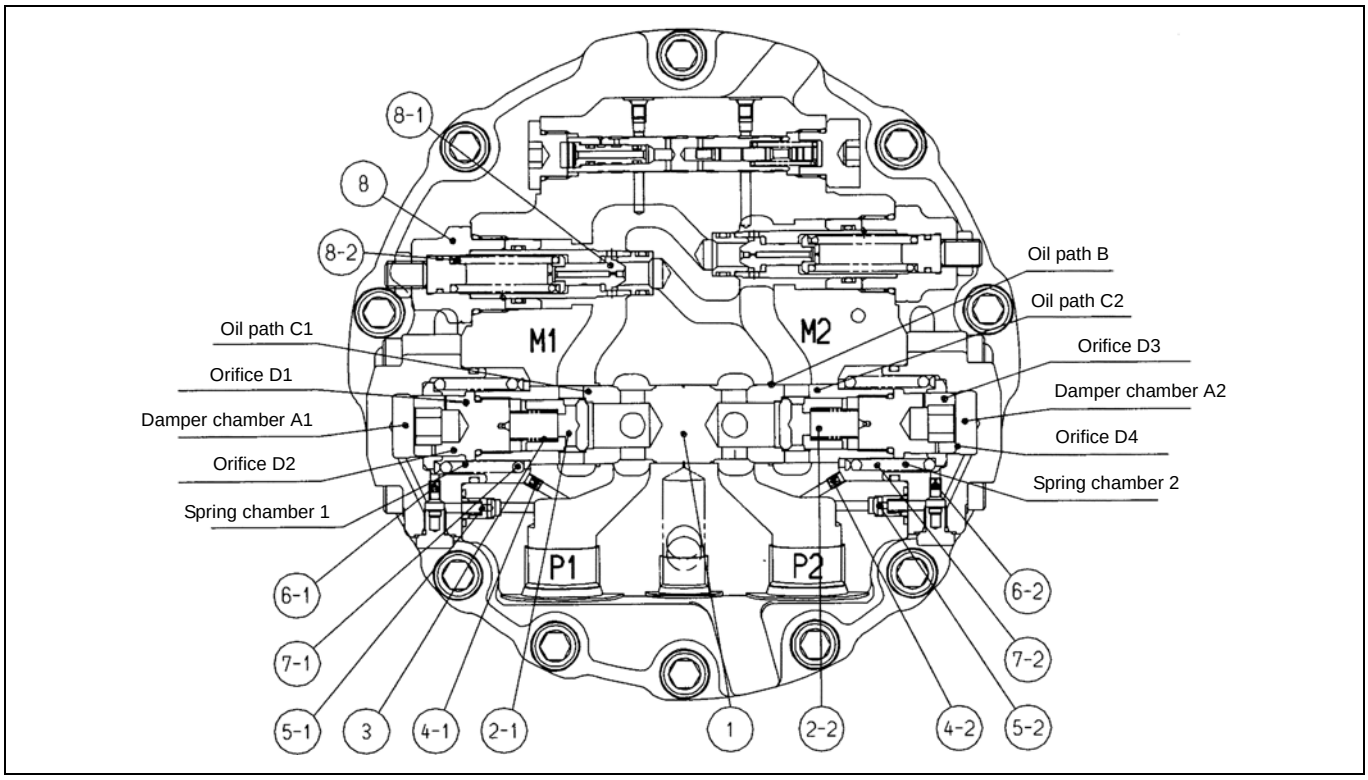

Figure 5. Double counter balance valve structural diagram (stopped state)
Figure 5 shows a structural diagram of the standard double counter balance valve. This section explains the operations of each function using this standard double counter balance valve.
A. Stopped state (Figure 5)